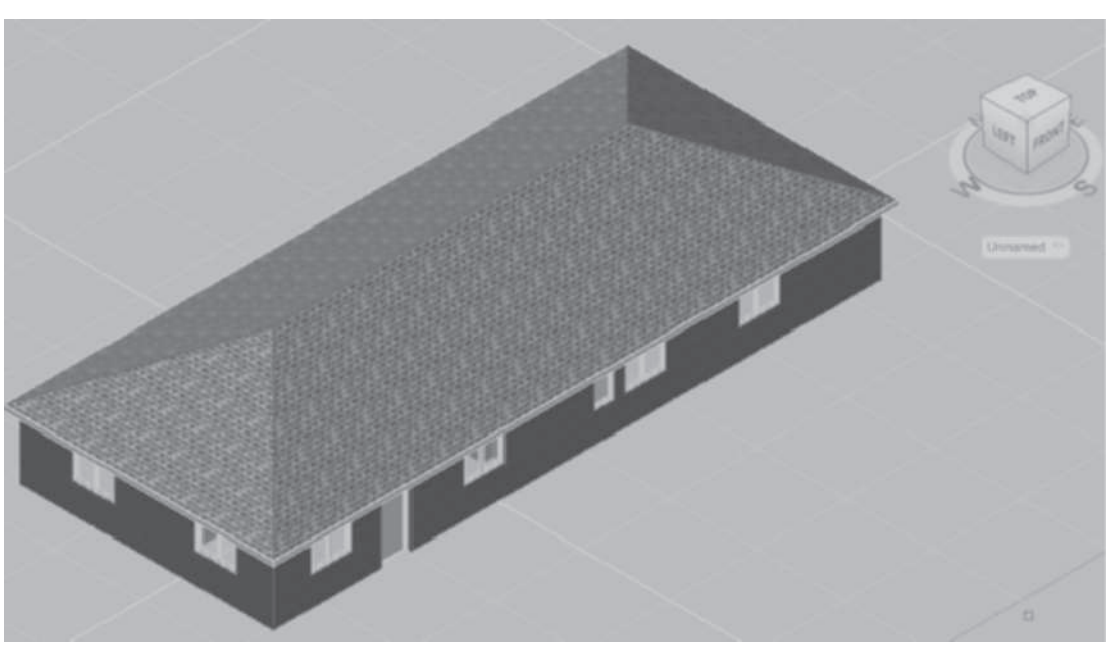

FIGURE 7.70 *Isometric view of hip roof*
16. Choose the **SW Isometric** from the View Cube. Select the View tab. Choose **Realistic** from the Visual Styles flyout menu of the Visual Styles panel to view the roof as shown Figure 7.70.